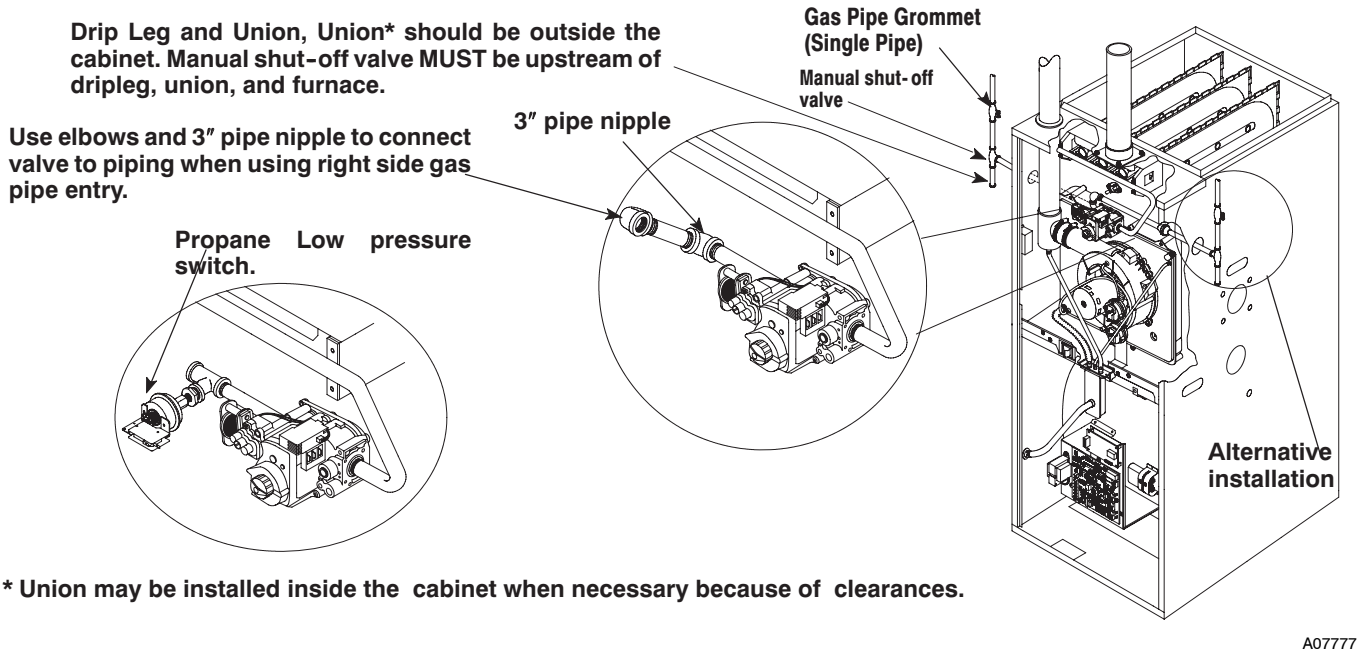
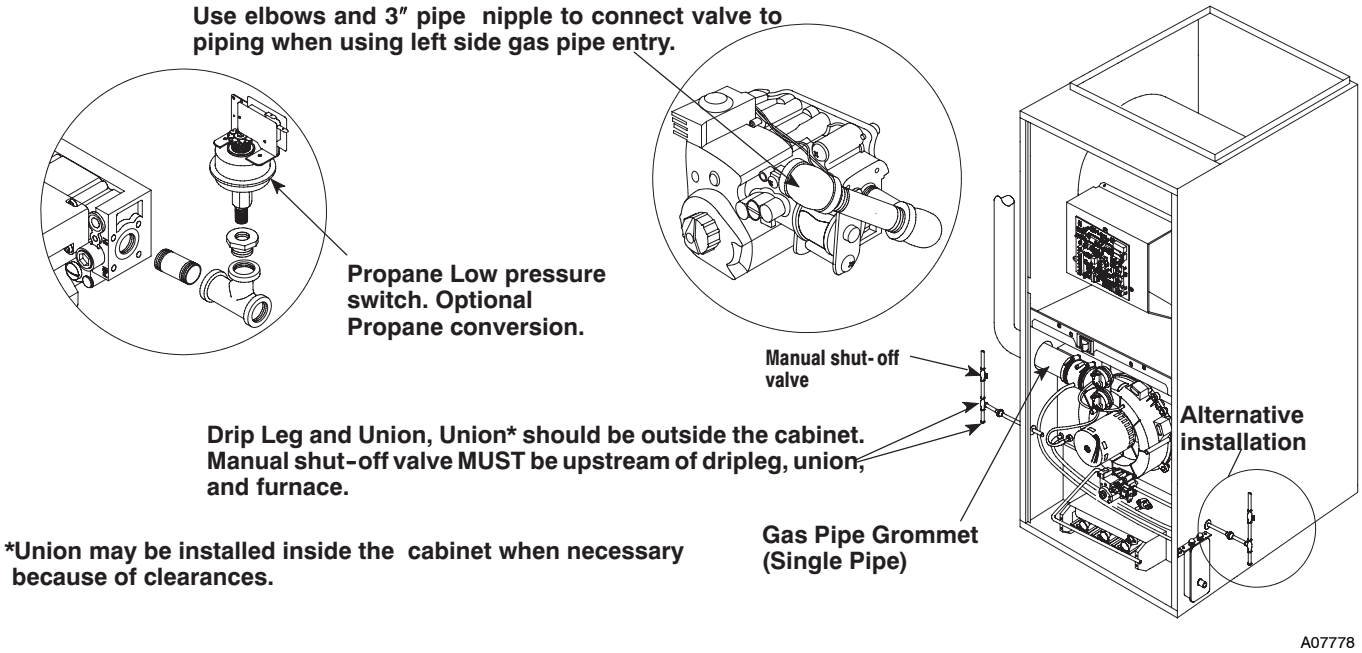

**Fig. 36 - Typical Gas Piping for Upflow**
**Fig. 37 - Typical Gas Piping for Downflow**
2. It is recommended that a manual equipment shutoff valve be installed in the gas supply line outside the furnace. Locate valve as close to the furnace as possible where it is readily accessible. Refer to Fig. 36.
**NOTE**: Refer to Fig. 36 or Fig. 37 for the general layout at the furnace. The rules listed apply to natural and Propane gas pipe installations.